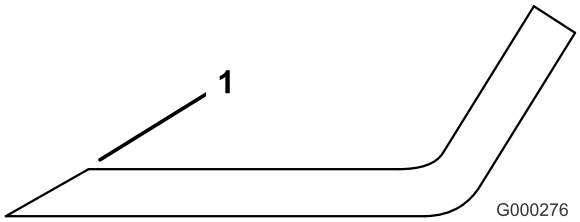

**Figur 79**
1. Anvend en fil til at slibe begge ender af skærekniven (Figur 79). Bevar den oprindelige vinkel. Skærekniven bevarer balancen, hvis der fjernes den samme mængde materiale på begge skærekanter.